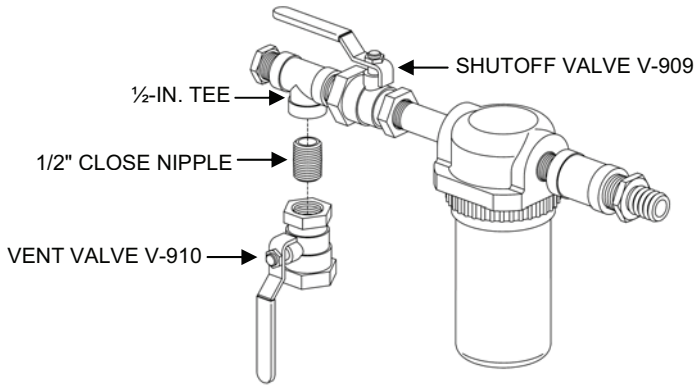

Figure 13. Vent Valve V-910.
3. Disconnect Vent Valve V-910 from the ½-in. tee that is also connected to Shutoff Valve V-909 (see Figure 13):
c. Refer to Figure 13 for the correct positioning of Vent Valve V-910.